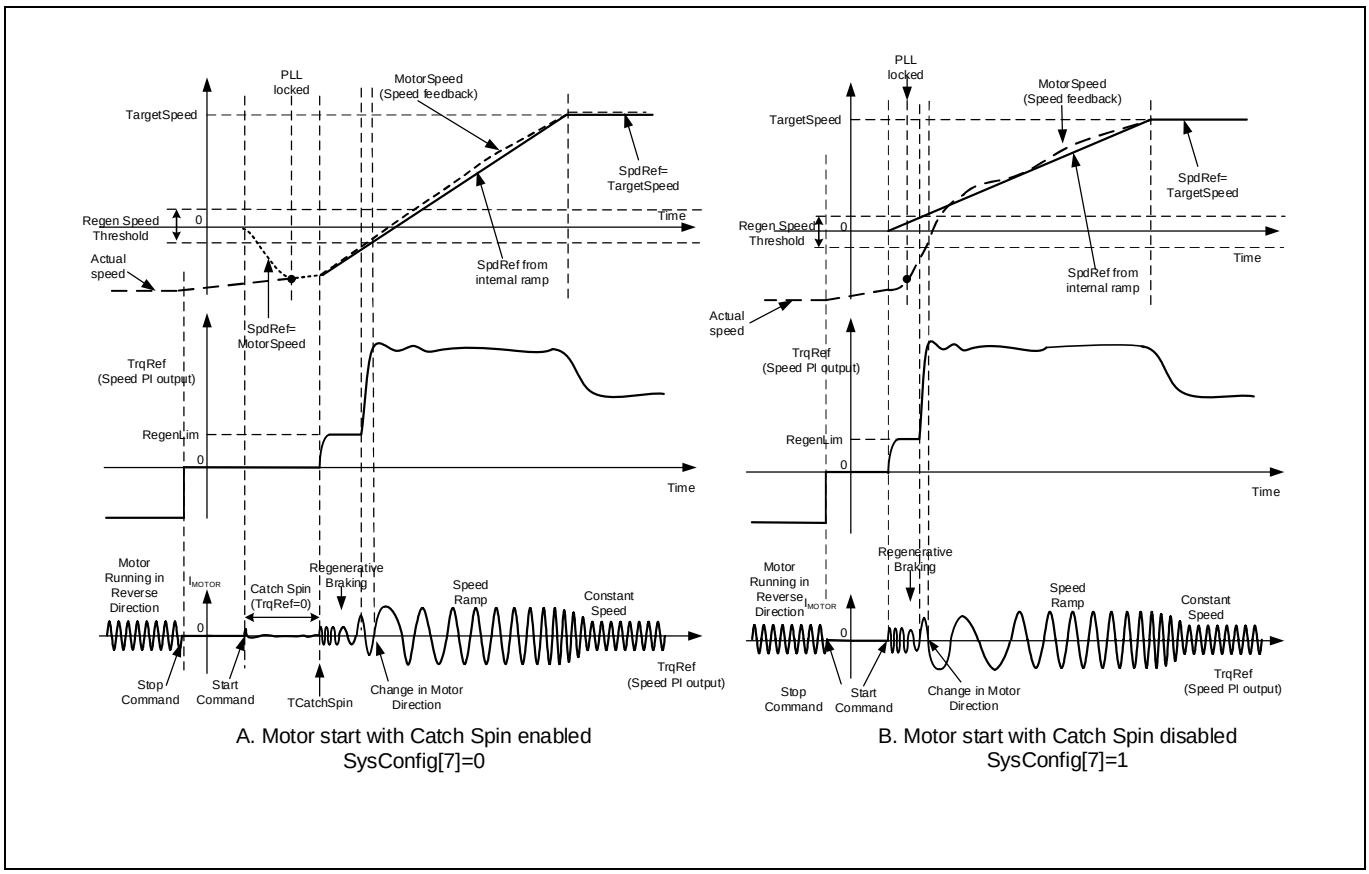

図 30　正回転キャッチスピン - キャッチスピン有効/無効の場合のモータ始動シークエンス
モータが逆方向に回転している場合、キャッチスピン動作は「逆回転キャッチスピン」となります。図 30 (A)に「逆回転キャッチスピン」の一例を示します。この例では、スタートコマンド実行時にモータは逆方向に回転しています。キャッチスピン動作中、モータへ電流は印加されません。キャッチスピン時間(TCatchSpin)経過後、モータが逆方向に回生速度閾値(RegenSpdThr)よりも速く回転している場合、RegenLim パラメータで定義された値に制限されるトルクが出力され、モータを回生ブレーキにより減速させます。逆回転速度が回生速度閾値(RegenSpdThr)を下回ると、出力トルクは MotorLim(RegenLim<=MotorLim)に制限されます。出力トルクはモータを停止させ、モータは基準となる加減速レートに従って正方向への加速を開始し、設定された目標速度に達します。
キャッチスピンが無効化されている場合、PLL ロックを待たずに、スタートコマンド実行後ただちに通常の速度制御が開始します。通常は制御システムは回転中のモータを起動することが出来ますが、モータ速度はスムーズに加減速しない場合があります。図 30 (B)に示すように、スタートコマンド実行後、モータは回生速度閾値(RegenSpdThr)よりも速く回転しているため、RegenLim パラメータで定義される値で制限されるトルクが逆回転しているモータを回生ブレーキで減速させます。逆回転速度が回生速度閾値(RegenSpdThr)を下回ると、出力トルクは MotorLim(RegenLim<=MotorLim)に制限されます。出力トルクはモータを停止させ、モータは基準となる加減速レートに従って正方向への加速を開始し、設定された目標速度に達します。